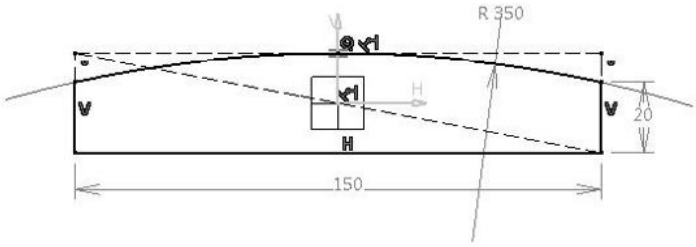

Figure 6-96 *Sketch of the base feature*
a. Create the base feature of the model by extruding the sketch drawn on the zx plane, equally on both sides of the sketch plane, refer to Figures 6-96 and 6-97.
2. Draw the sketch of the base feature, as shown in Figure 6-96, and exit the **Sketcher** workbench.